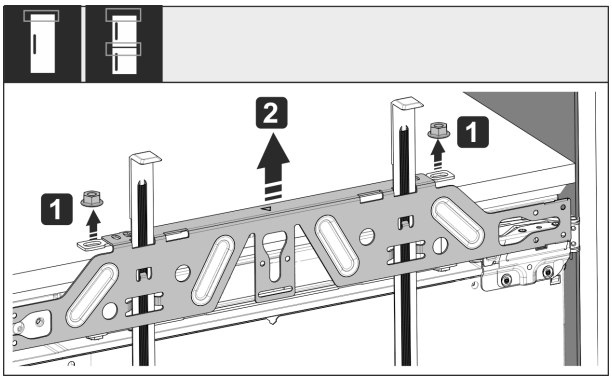

Fig. 52
▶ Desfaceți contrapiulițele *Fig. 52 (1)*.
▶ Detașați traversa de fixare *Fig. 52 (2)*.